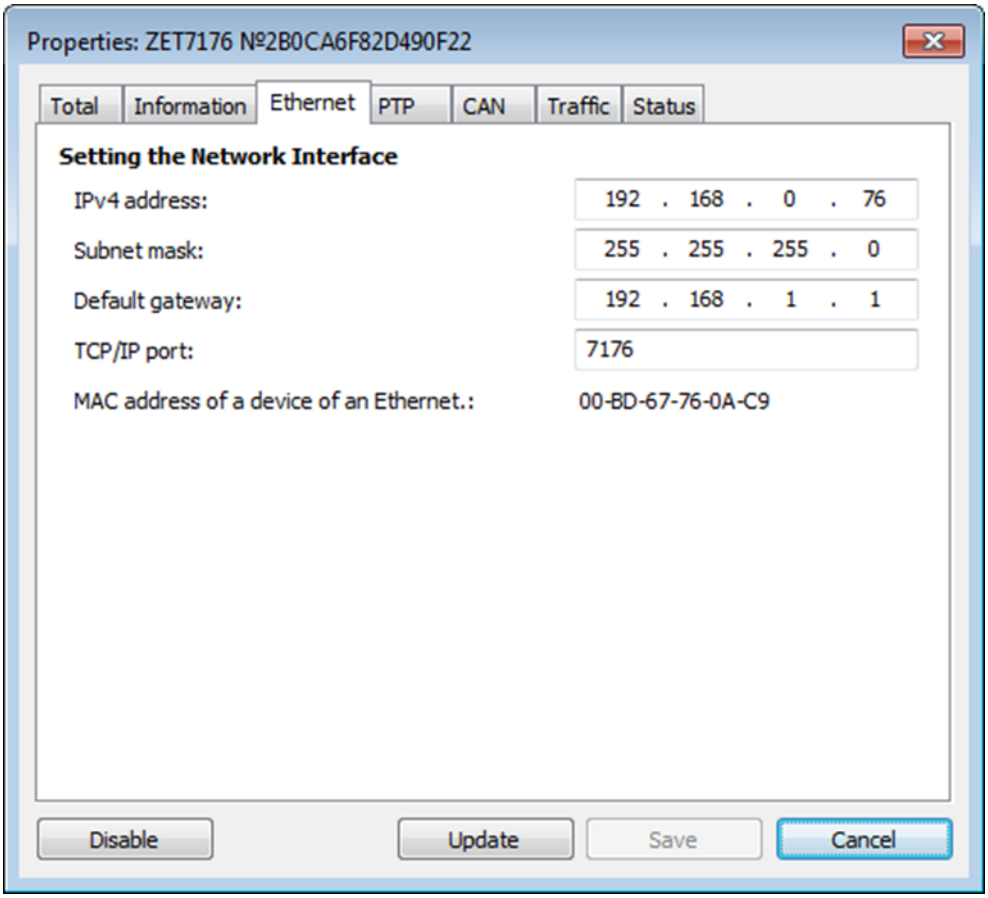

Figure 2.7 «Ethernet» tab
- Set the network address in accordance with applicable requirements in the fields “Ipv4 address”, “Subnet mask”, “Default gateway” of “Ethernet” tab (*Figure 2.7*).